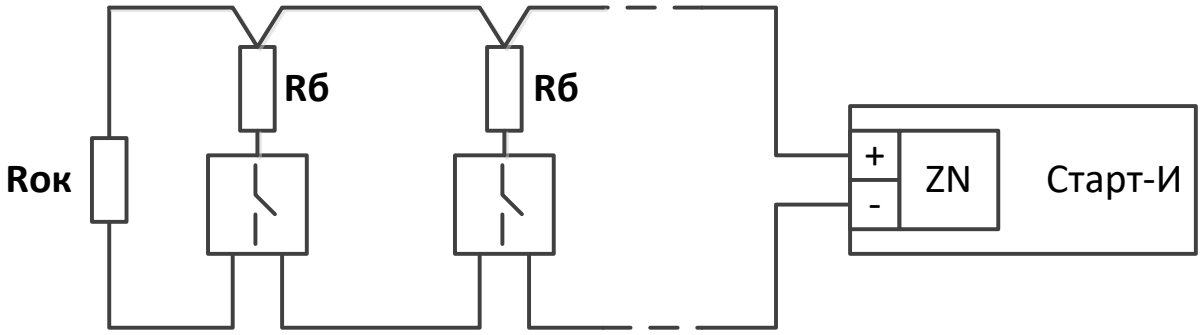

Рис. 15
- Схема подключения активных (токопотребляющих) пожарных извещателей (тип ШС – пожарный дымовой) представлена на рис. 15.